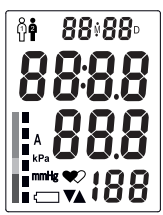

Рис.13
3. На дисплее кратковременно высветятся все символы (рис.13), прозвучат два коротких звуковых сигнала и прибор начнет автоматически нагнетать воздух в манжету.